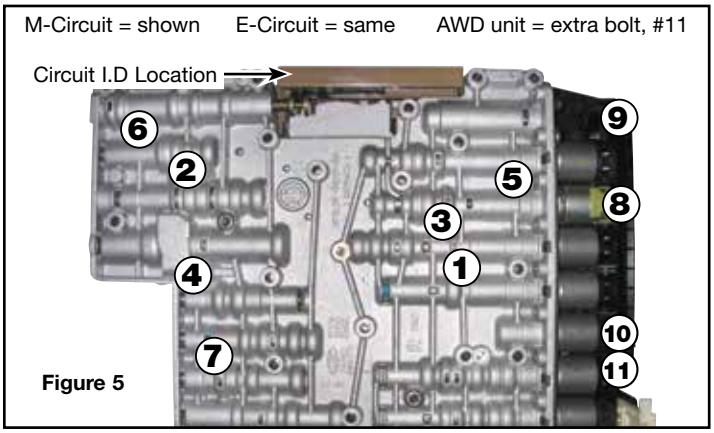

Figure 5
c. Remove 10 or 11 bolts to drop valve body from case (**Figure 5**).